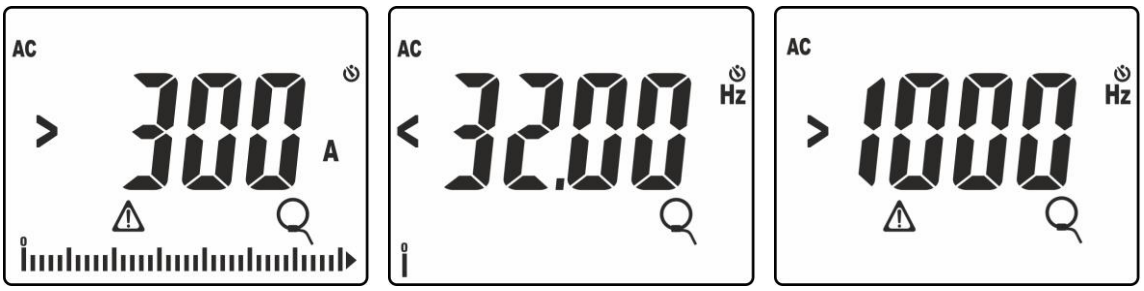

Fig. 41: Situações anormais na medição de correntes com transdutores com pinça
11. A mensagem “**>300A**” indica que o valor da corrente medida é maior do que o fundo da escala configurado (300A no caso da Fig. 41). Se no display aparecerem as mensagens "**<32.00Hz**" ou “**>1000Hz**” o valor da frequência da corrente medida é exterior ao intervalo da medição **32Hz ÷ 1000Hz**